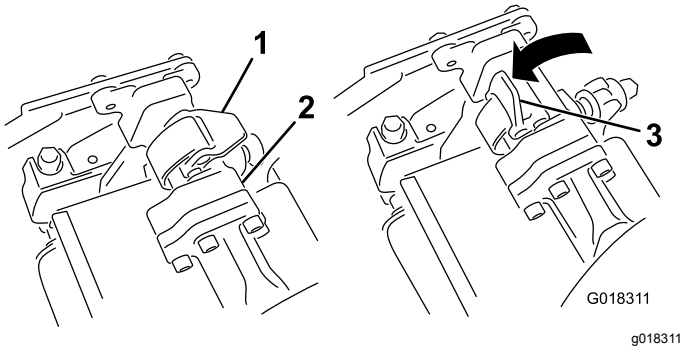
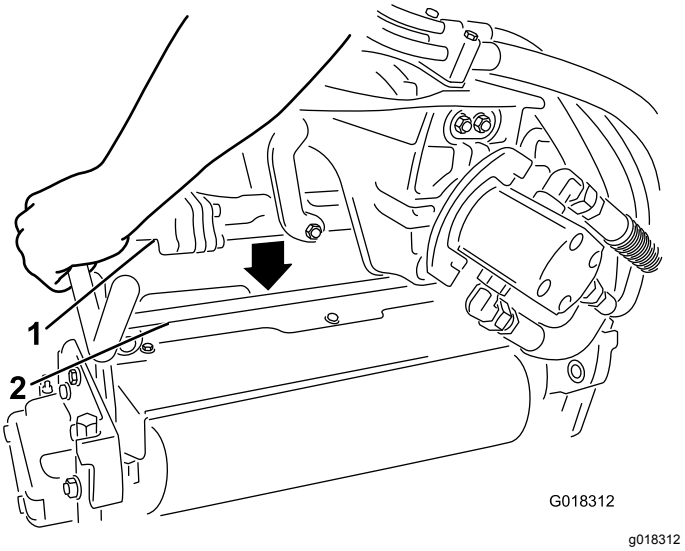

Figura 1
Figura 2
2. Con los cierres de la barra del brazo de suspensión en la posición abierta (Figura 1), empuje hacia abajo el brazo de suspensión de modo que encaje sobre la barra superior del aireador (Figura 2).
3. Mueva los cierres a la posición de Cerrado para sujetar el aireador (Figura 1).